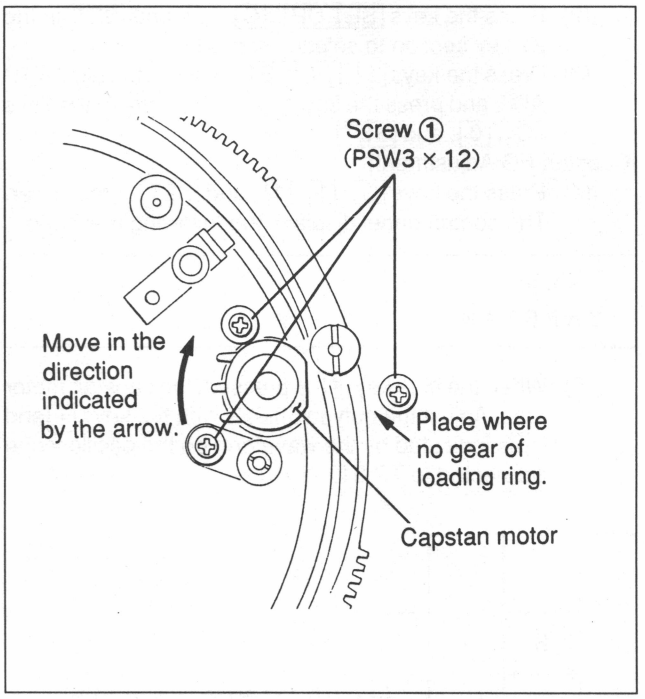

Fig.7-21-3 Capstan Motor Removal and Installation
6. Capstan Motor Removal (Fig.7-21-3)
7. Capstan Motor Replacement and Installation (Fig. 7-21-3)